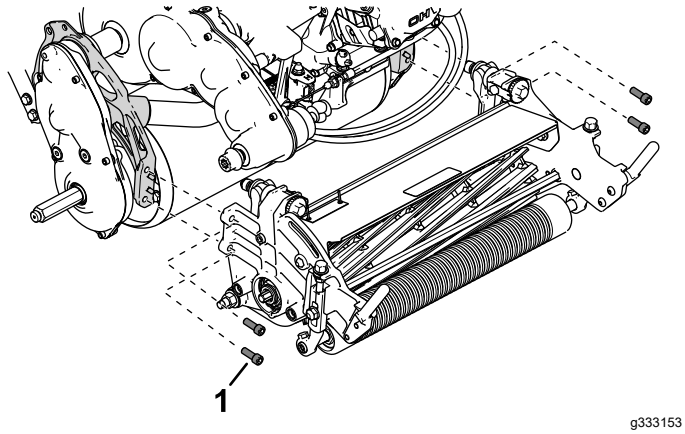

Figur 45
5. Brug 4 unbrakoskruer til at fastgøre klippeenheden på stellet (Figur 45).